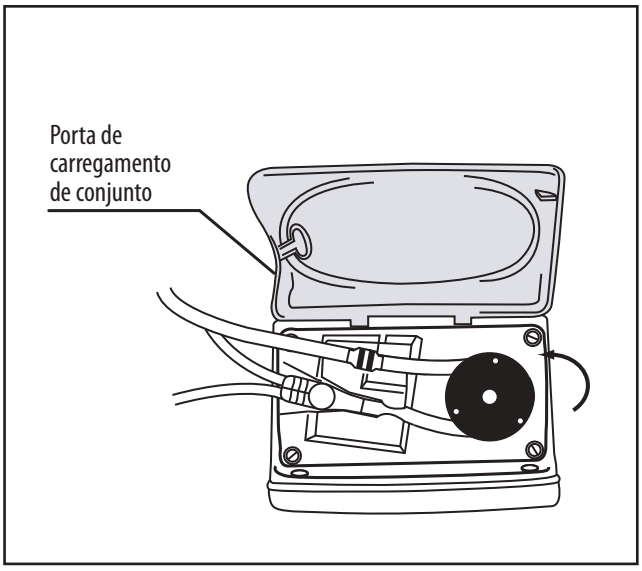

Figura 6B.
3. Agarre a extremidade do retentor MISTIC (retentor de anel preto) e enrole o tubo no sentido contrário aos ponteiros do relógio à volta do rotor. **Evite esticar demais o tubo de silicone. (Figura 6B).**
4. Cuidadosamente, puxe a extremidade esquerda do retentor MISTIC e levante-o para a posição sobre a ranhura à esquerda e, em seguida, desça-o para o interior da ranhura. Empurre o retentor para baixo e, em seguida, liberte para assegurar uma colocação adequada. (Figura 6B)